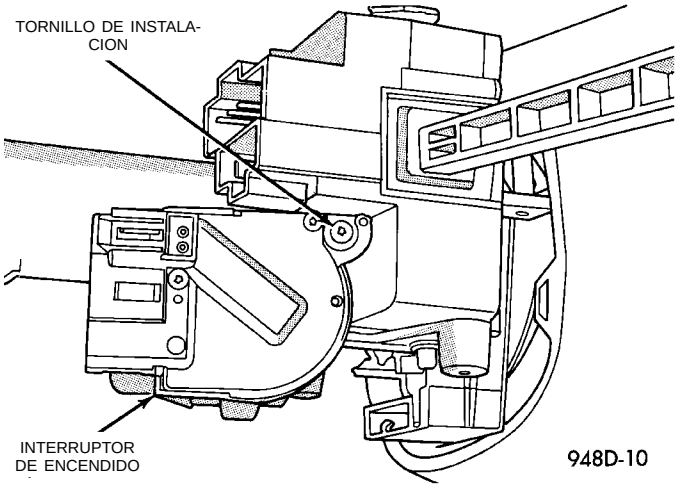
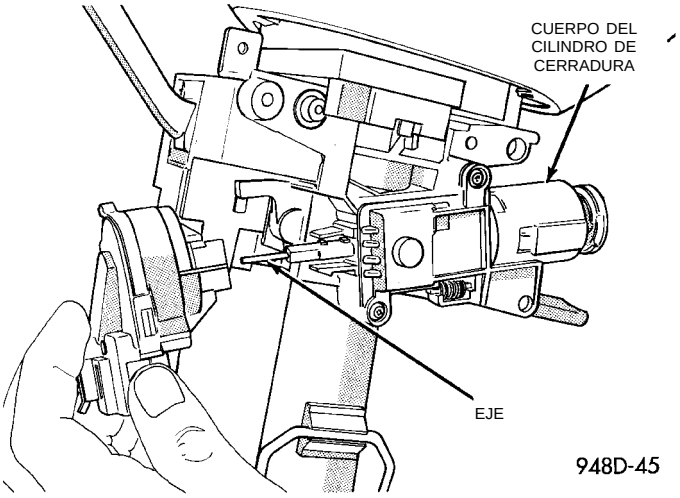

Fig. 42 Tornillo de instalación del interruptor de encendido
Fig. 44 Instalación del interruptor de encendido
(3) Retire las tapas superior e inferior de la columna de dirección.
(4) Desconecte los conectores eléctricos del interruptor de encendido.
(5) Retire el tornillo de instalación del interruptor de encendido (Fig. 42) con una barrena tipo Torx Nº 10.
(1) Asegúrese de que el interruptor de encendido se encuentre en la posición RUN y el eje del servomotor situado en el cuerpo de la cerradura también esté en la posición RUN.
(2) Instale con cuidado el interruptor de encendido. El interruptor se calza sobre las lengüetas de retención (Fig. 44). Instale el tornillo de instalación (Fig. 42).